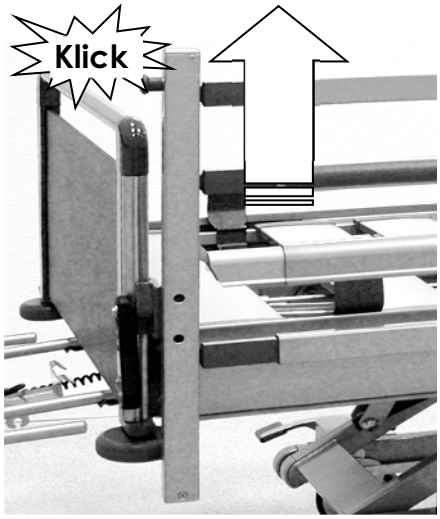

Rys. 4
5.2. Podnoszenie (Rys. 4) 8
5.2. Podnoszenie (Rys. 4)